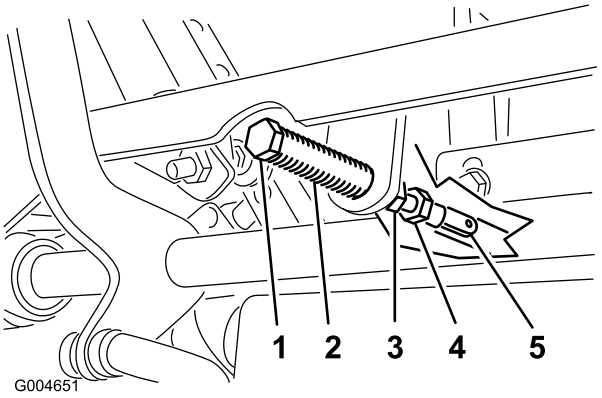

Figur 56
5. Trekk spaken tilbake inntil splittpinnene (på armen over svingakselen) er i kontakt med endene på sporet (begynner så vidt å legge press på fjæren) (Figur 56).
7. Hvis det er nødvendig med justering må du løsne på mutteren og låsemutteren mot stangen (Figur 56).
8. Legg lett trykk bakover på kontrollspakene, vri hodet på justeringsbolten i korrekt retning inntil kontrollspaken er sentrert i nøytral, låst stilling (Figur 56).
9. Stram mutteren og låsemutteren (Figur 56).
10. Stram til låsemutrene ved kuleleddene (Figur 56).